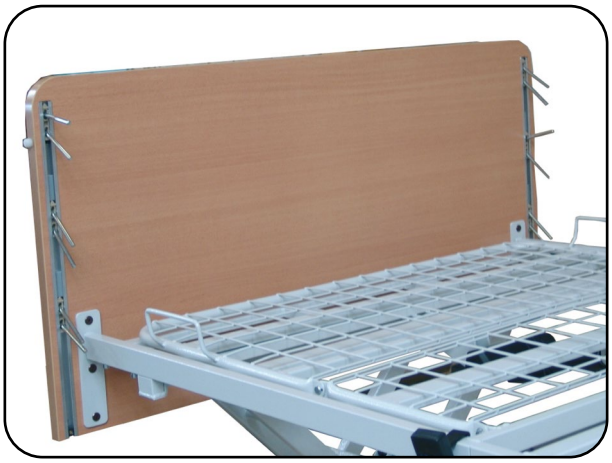

Abb. 6.1.08 – Erste Spiegelplatte eingesteckt
10. Stecken Sie eine Spiegelplatte am Kopf- oder Fußende der Liegefläche in die Längsrohre ein (Abb. 6.1.08). Befestigen Sie die Spiegelplatte mit den vier Zylinderkopfschrauben M8 x 50.